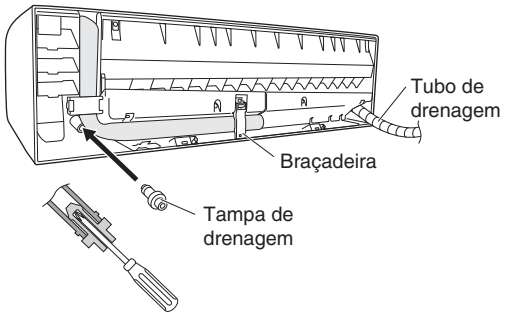

Fig. 3-30
(d) Reinstale o tubo de drenagem no lado esquerdo e a tampa de drenagem no lado direito. (Fig. 3-30)
(3) Instale a unidade interior no painel traseiro.
(4) Ligue a tubagem e a cablagem encaminhada para dentro desde o lado de fora.
(5) Depois de concluir um teste de fuga, junte a tubagem com uma fita de blindagem e guarde-a dentro da área de armazenamento de tubagem na parte posterior da unidade interior, segurando-a com braçadeiras. (Figs. 3-30 e 3-32)